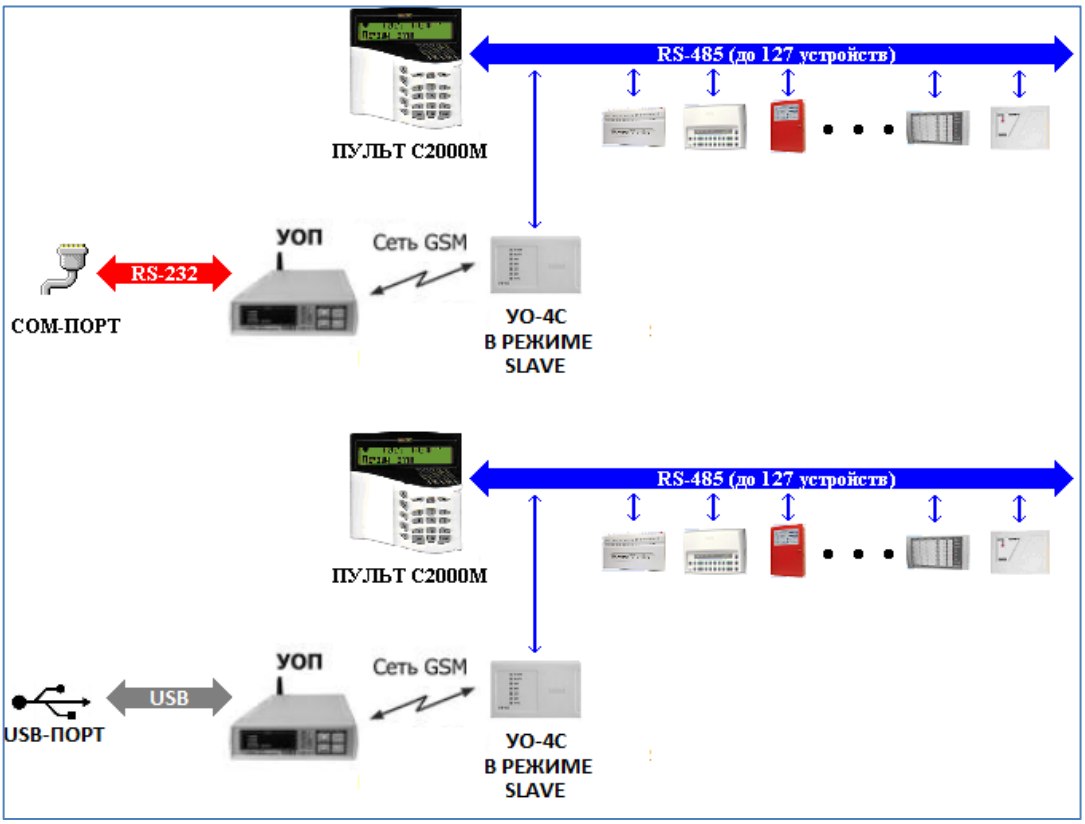

Рисунок 1-13 Подключение приборов для трансляции в АРМ "Орион Про" их событий. Протокол "Орион Про"
– *Подключение приборов для трансляции в АРМ «Орион Про» их событий. Протокол «Орион Про»* (см. Рисунок 1-13). В этом случае пульт «С2000М» ведет опрос приборов и транслирует их события в АРМ «Орион Про» через «УО-4С».